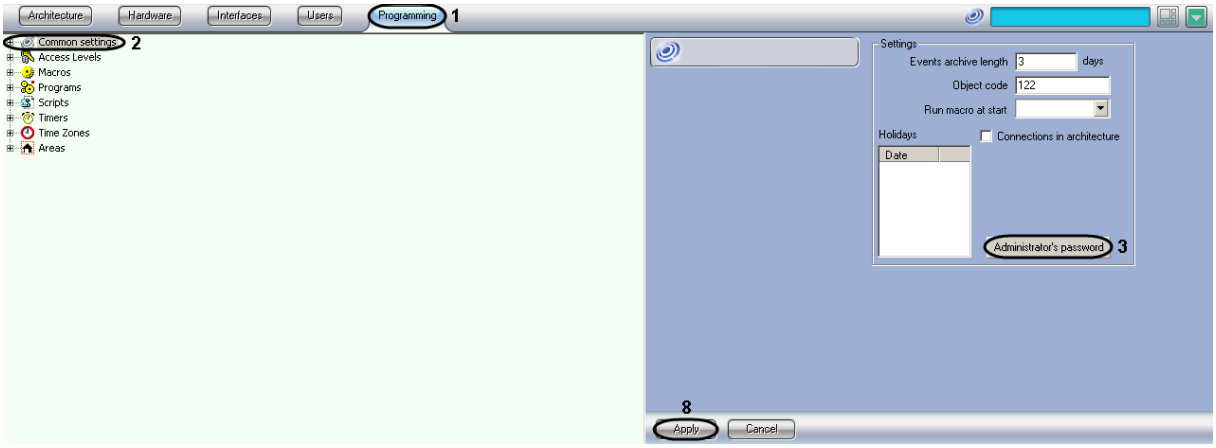

Figure 8.22-1 The settings panel of the "Common settings" object
1. Go to the “Programming” tab in the “System settings” dialog box (Figure 8.22-1, 1).
2. Select the “Common settings” object in the objects tree of the “Programming” tab (Figure 8.22-1, 2). The settings panel for this object opens on the right of the “System settings” box.
3. Click the "Administrator's password" button (Figure 8.22-1, 3).
9. Click the "Apply" button in the "System settings" box (Figure 8.22-1, 8).